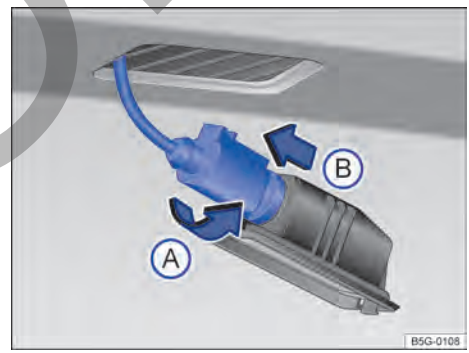

Fig. 168 Luz de la placa de licencia: desmontar el portalámparas.
3. Girar el portalámparas en **sentido antihorario** → fig. 168 Ⓐ, y retirar el soporte junto con la bombilla Ⓑ.